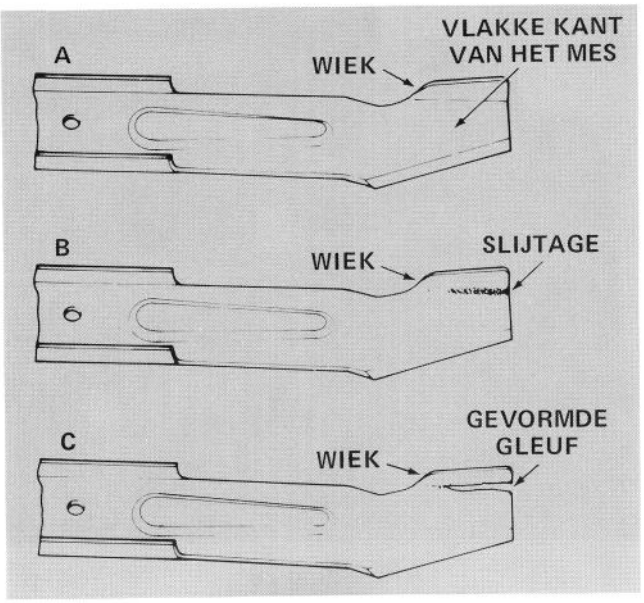

Afbeelding 24
3. Inspekteer snij-uiteinden van het mes zorgvulding; slijp of vervang wanneer nodig (Afb. 24).